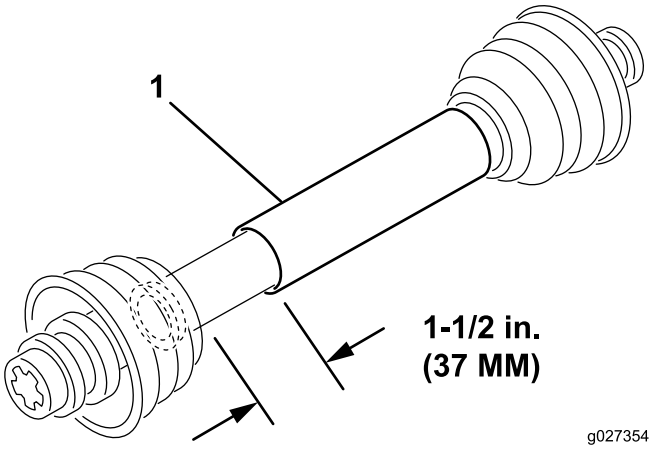

Figur 4
3. På den korteste længde skal de to halvdele af kraftudtagsakslen have mindst 37 mm spillerum til sammentrykning (Figur 4).